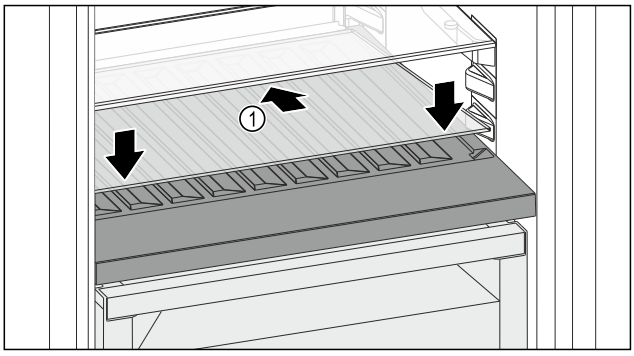

Fig. 204
▶ Place the glass shelf *Fig. 204 (1)* at an angle, sloping it downwards and backwards.
▶ Lower the glass shelf *Fig. 204 (1)* at the front.